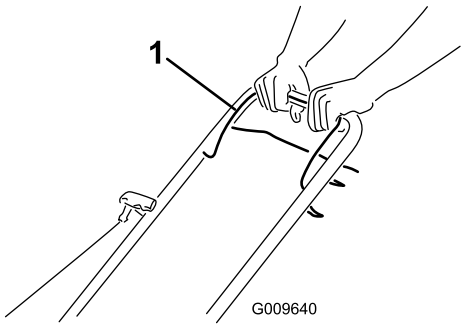

Figur 11
1. Hold bøjlen til skæreknivenes kraftudtag helt op mod håndtaget Figur 11).